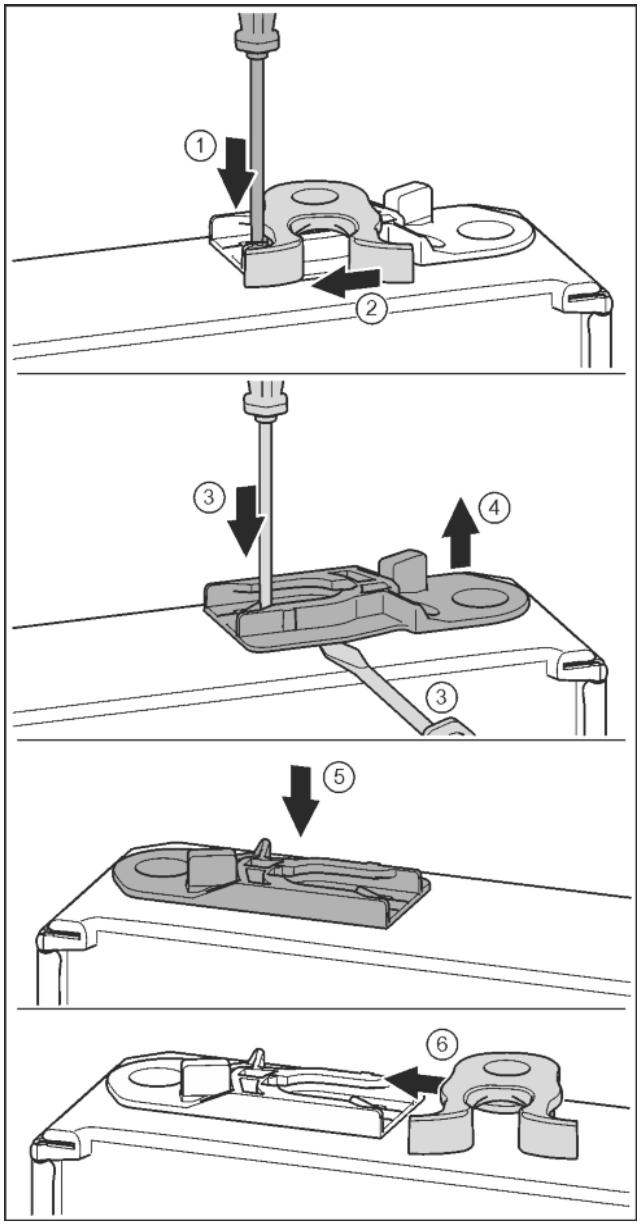

Fig. 18
- ▶ Push the lug downwards with a slotted screwdriver. *Fig. 18 (1)*
- ▶ Pull the door latch out of the guide. *Fig. 18 (2)*
- ▶ Remove the guide bush: Press tab with Phillips screwdriver and, at the same time, insert the Phillips screwdriver under the guide bush. *Fig. 18 (3, 4)*
- ▶ Slide guide sleeve enclosed in scope of supply onto other side of housing. *Fig. 18 (5)*
- ▶ Slide locking hook into guide. *Fig. 18 (6)*